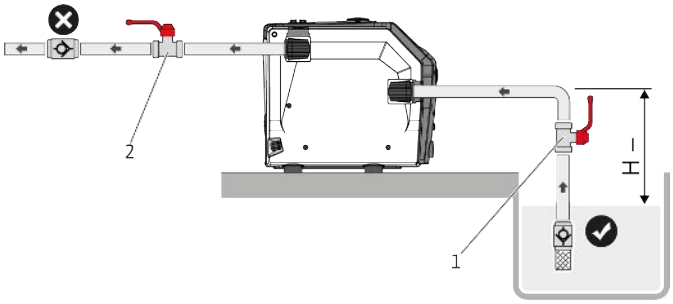
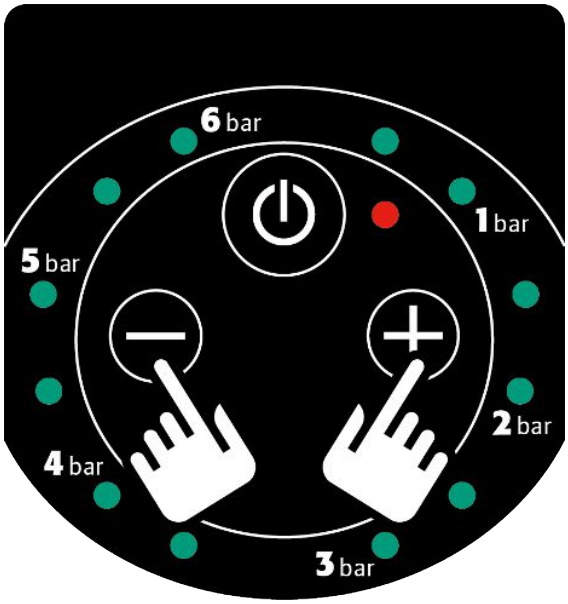

Fig. 8: Sugemodus
Fig. 11: Betjeningstast + og –
1. Trykk betjeningsknappen på/av én gang (Fig. 11) hvis produktet er installert i lastdrift (Fig. 8).
2. Trykk på betjeningsknappen «På/av» på kontrollpanelet (Fig. 11).